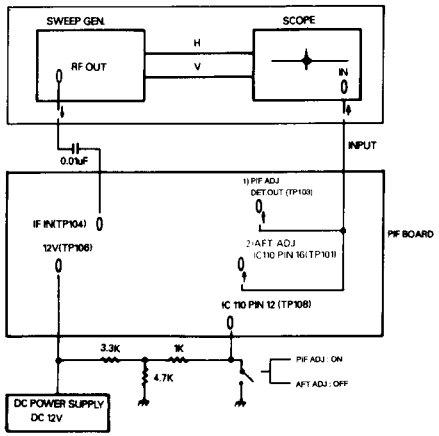

Figure 3. PIF and AFT Adjustment
(1) Connect as shown in figure 3, and then DC power supplies on.